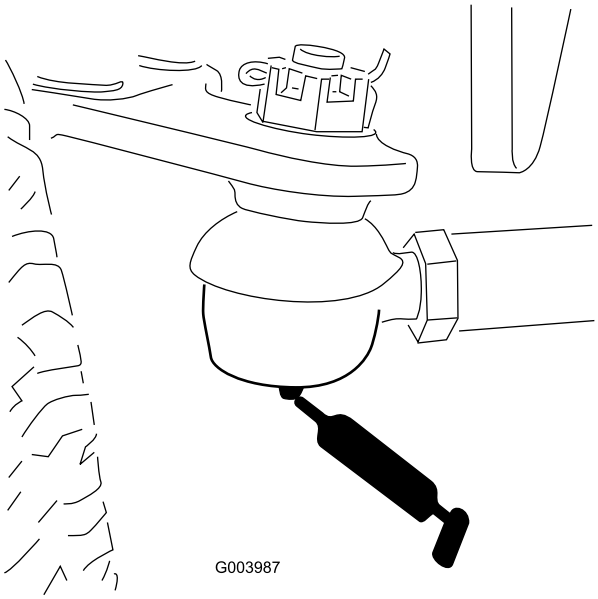

Figur 47
- Bagakslens forbindelsesstang (2) (Figur 47)